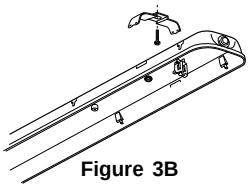

Figure 3B
See figure 3B.
For B: Secure both mounting brackets to ceiling.Lift housing up to mounting brackets and engage.**See figure 3B.**
B. Montage en saillie avec ferrure de montage.**Voir la figure 3B.**
Pour B: Fixer les deux ferrures de montage au plafond. Soulever le boîtier jusqu'aux ferrures et installer. **Voir la figure 3B.**